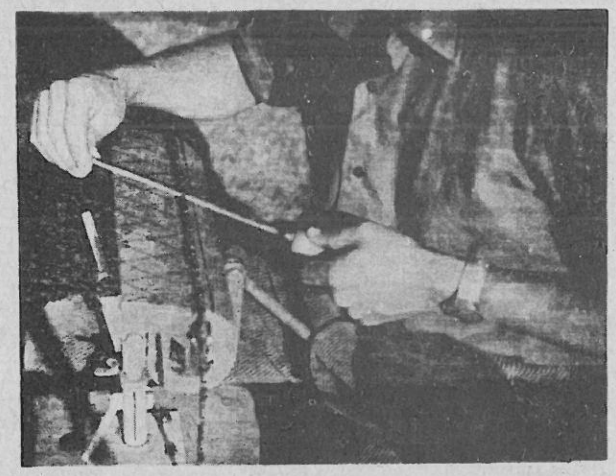
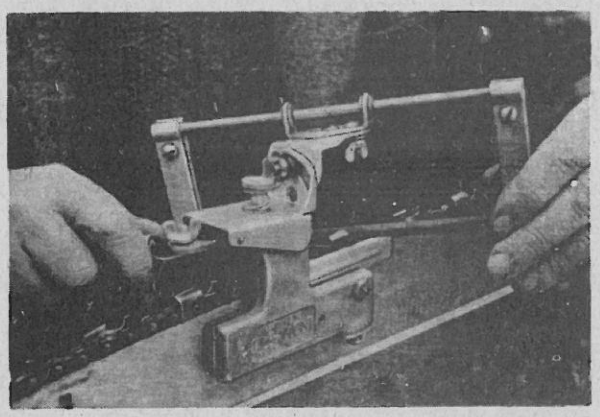

Abb. 1. Mit Zylinderfeile und Winkellehre läßt sich die Hobelzahnkette auf einem gewöhnlichen Feilbock schärfen
Abb. 2. Durch das Einspannen der Feile gewährleistet dieser handliche Apparat das genaue Einhalten der erforderlichen Schärfwinkel
b) Die Instandhaltung der Einmann-M-Säge einschließlich ihrer Ketten ist in den seltensten Fällen ohne richtige Anlernung - sprich Schulung - zu erreichen. Unsere Waldarbeitsschulen haben sich wohl samt und sonders dieser Aufgabe widmen müssen. Hier liegt der erste Fall vor, daß die Schulung hinter der Entwicklung in der Praxis nachhinkt. Um nachzukommen ist zum Teil nur ein Mann der M-Sägen-Rotte zu einem Lehrgang einberufen worden. Der Nachteil, daß der zweite Mann, der in der Wechselrotte ja auch die M-Säge führen soll, dann nur von seinem Kameraden angelernt werden muß, wurde bewußt in Kauf genommen. Auch der Betriebsbeamte bliebt zunächst ungeschult. Diejenigen Waldarbeitsschulen waren u.E. nicht schlecht beraten, die ihre Arbeitslehrer erst einmal auf die Reviere schickten, wo Beamte und Motorsägenrotten zusammengezogen und gemeinsam am heimatlichen Objekt kurzfristig ausgebildet wurden. Das ging freilich mehr in die Breite, als in die Tiefe. Als zweiter Akt der Ausbildung muß dann an der Waldarbeitsschule selbst ein Lehrgang folgen, in dem man zunächst mit der Ausbildung von Instandhaltungsspezialisten für die einzelnen Reviere beginnen kann, wie es auch in der Schweiz gefordert wird. Über das Schärfen der Hobelzahnkette bringen wir noch zwei Bilder aus der Schweiz (Bild 1 und 2). Der Schärfapparat (Bild 2) wird im neuen Dominicus_Katalog unter dem Namen "Feilgeschwind" angeboten. Das Gerät erleichtert die Instandsetzung der MS-Ketten wesentlich und erlaubt ein vollkommen gleichmäßiges Schärfen. Zahnform, Schärfwinkel und Zahnlänge sowie Höhe sind einwandfrei einzuhalten. Die Ketten laufen ruhig und erlauben optimale Schnittleistungen. Dabei liegt die Abnutzung der Kette beim Schärfen mit dem Feilapparat wesentlich niedriger als bei Handschärfung.